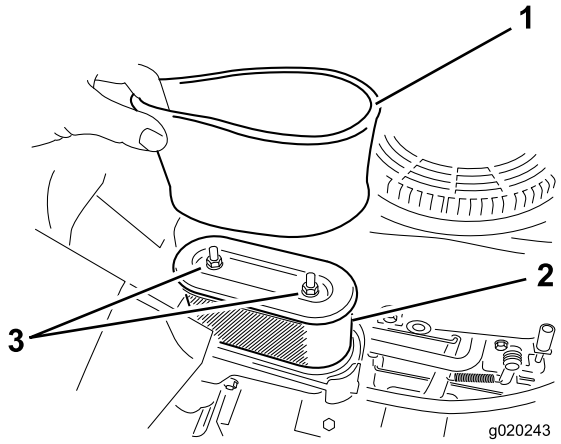

Figuur 33
5. Verwijder voorzichtig het schuimelement en het papierelement uit de behuizing van het luchtfilter (Figuur 33).
1. Monteer het schuimfilter op het papieren filterelement (Figuur 33).